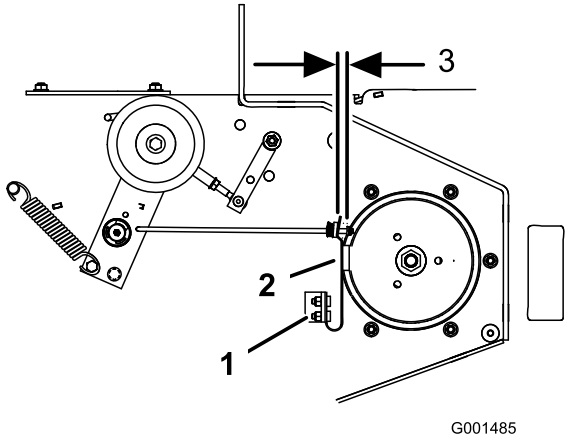

Figuur 59
3. Stel indien nodig de montagebouten van de veer aan zodat het mesremblok beide zijden van de poeliegroef raakt (Figuur 59).
4. Stel de moer op het uiteinde van de mesremstang af zodat er 3 tot 5 mm ruimte is tussen de moer en het afstandsstuk (Figuur 59).